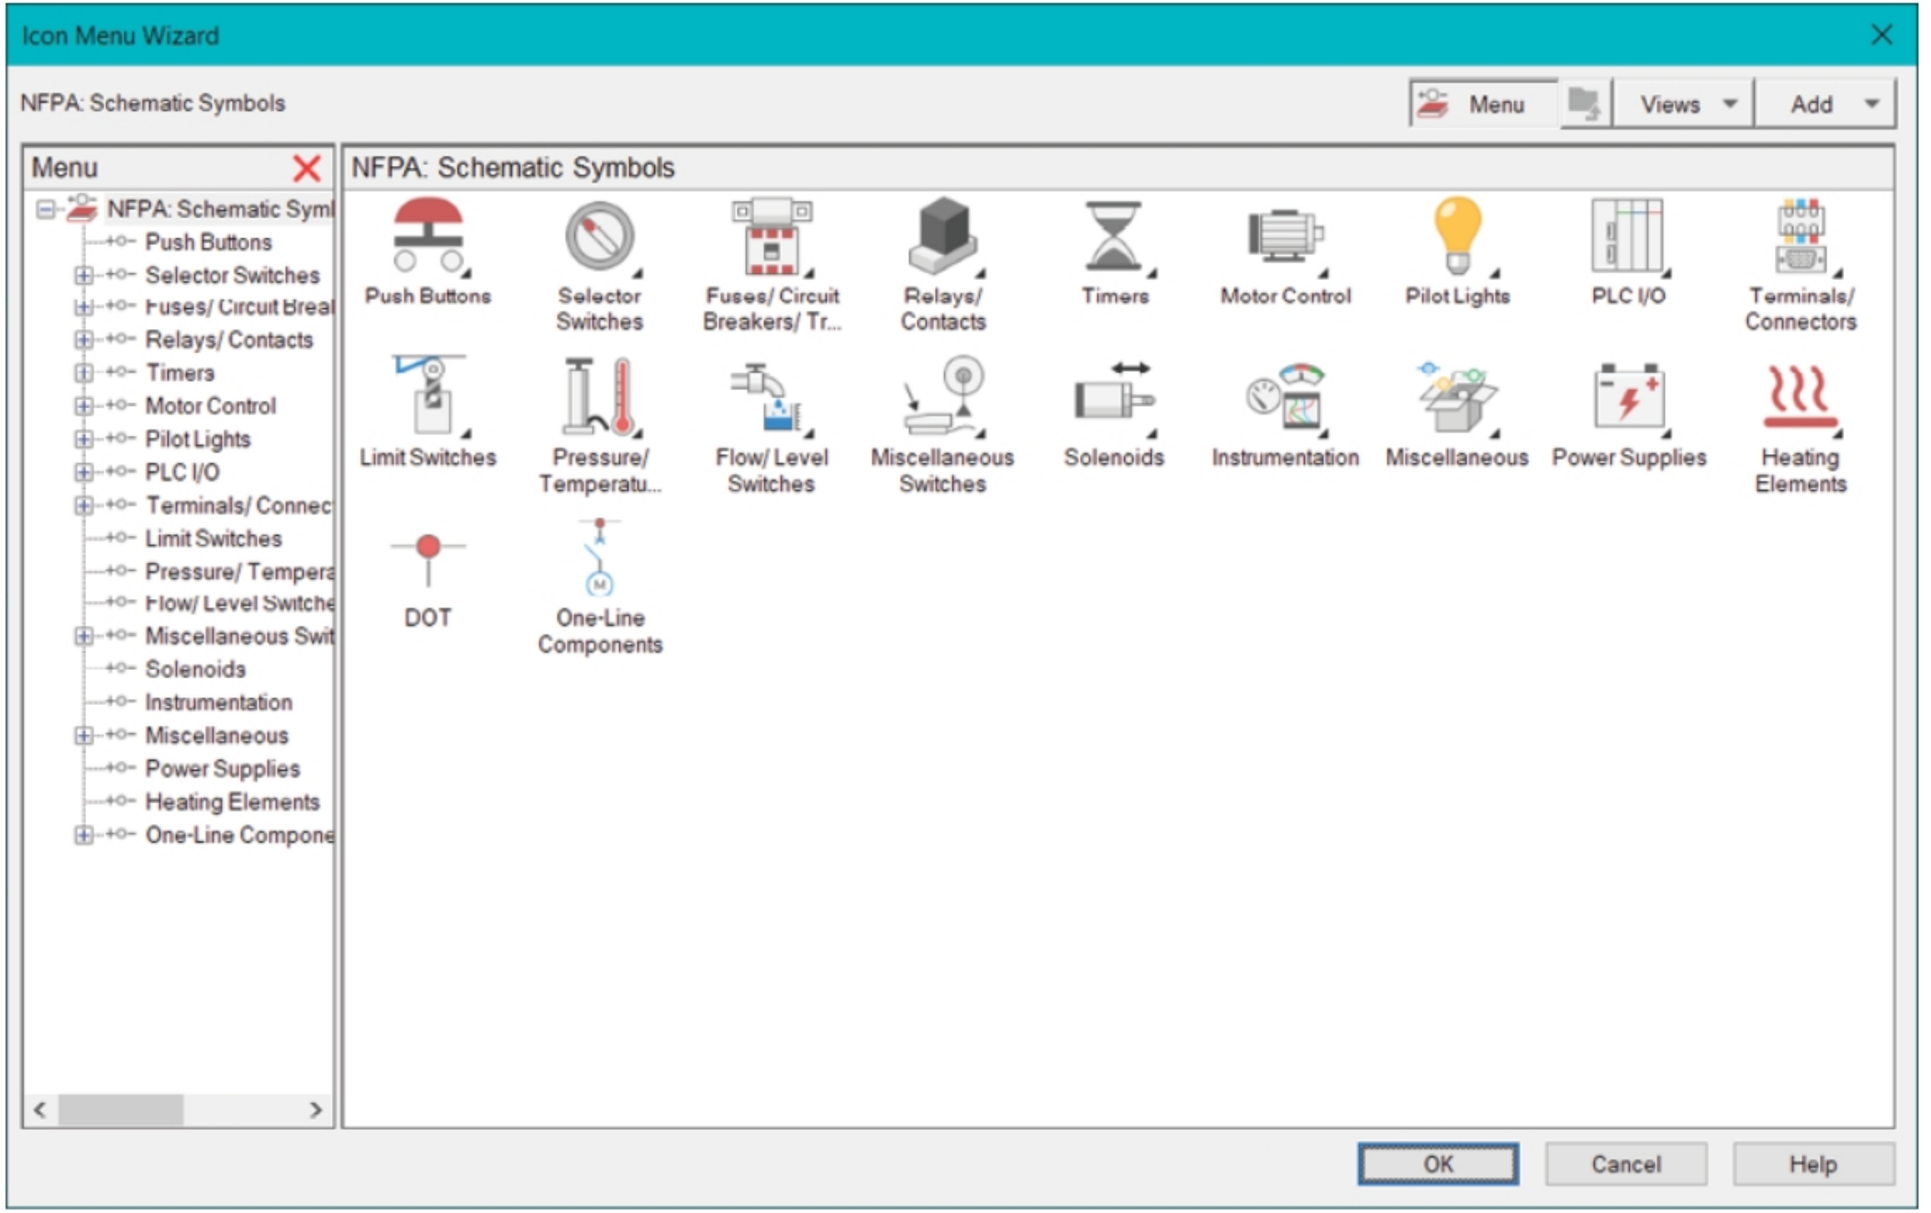

Figure-60. Icon Menu Wizard dialog box
- Click on the **OK** button from the dialog box. Note that you can select desired menu file by using the **Browse** button. By default, the default menu files are selected in the dialog box. On clicking **OK** button, the **Icon Menu Wizard** will be displayed as shown in Figure-60.